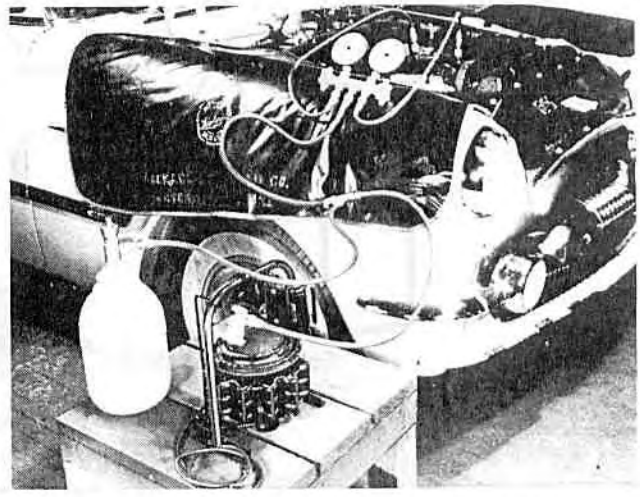

Figure 6—Equipment for Evacuating the System
1. Hook up and install the equipment for evacuating or charging the system as shown in figures 6 and 7.